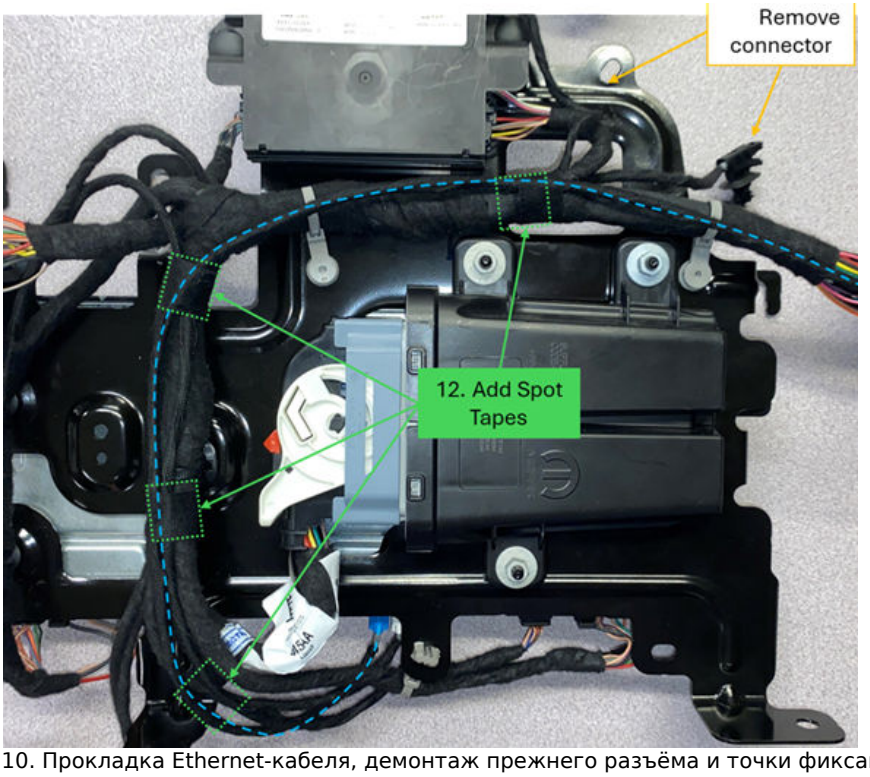

Рис. 10. Прокладка Ethernet-кабеля, демонтаж прежнего разъёма и точки фиксации
20. Извлечь чёрный промежуточный (inline) разъём из паза кронштейна (рис. 10).